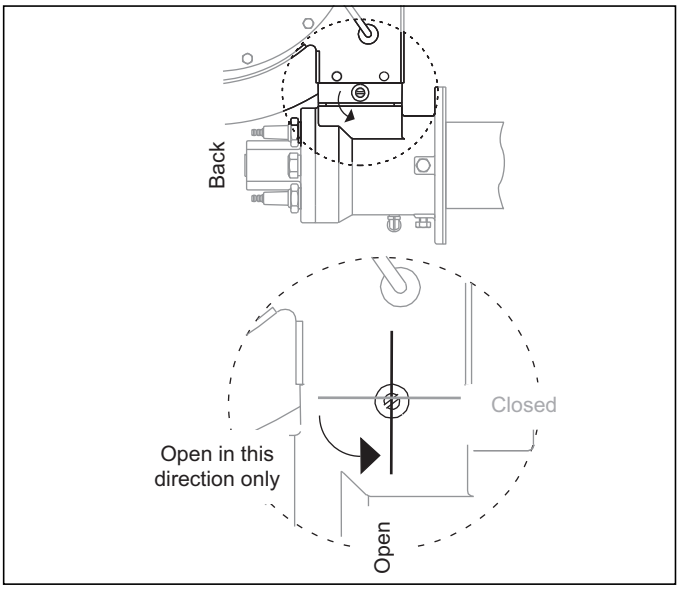

Figure 4.1 Air Butterfly Valve
8. Verify that the actuator opens the air BV towards the back of the burner as shown in Figure 4.1. If it doesn’t, refer to the actuator’s literature for instructions on how to reverse the direction.